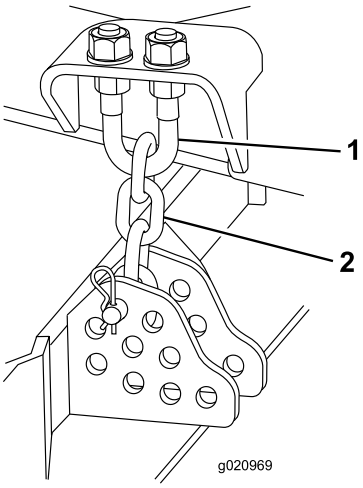

図 78
1. 刈高チェーンのUボルトの上側または下側についているジャムナットをゆるめる図 78。